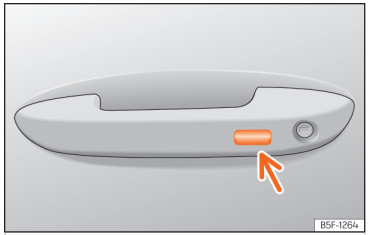

**Fig. 87** Door handle: sensor surface.
- **OR:** using the Keyless Access system (only locking): Press and hold the locking sensor surface ››› Fig. 87 (arrow) on the door handle for several seconds to close the windows and the sunroof. If you stop touching the sensing surface, the locking function is interrupted.
Press and hold the locking sensor surface ››› Fig. 87 (arrow) on the door handle to close the sunroof. If you release the sensor surface, the closing movement stops.